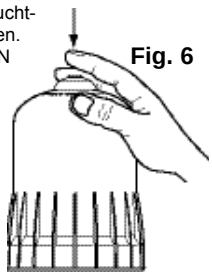

Fig. 6
- Druk de ontluchtknop boven op de DOSATRON in (Fig. 6).